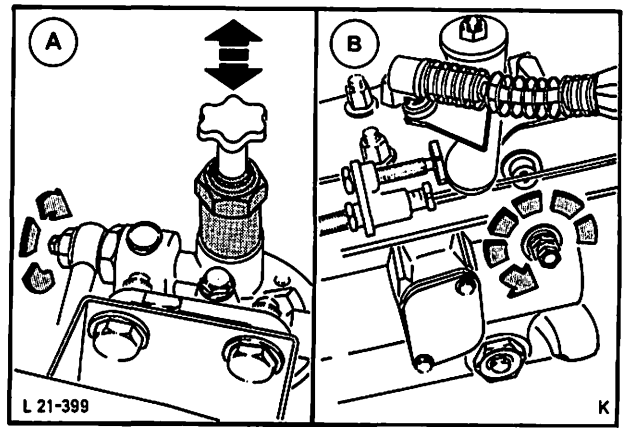

Abb. 33 Kraftstoffsystem entlüften
33. Kraftstoffsystem an Vorfilter und Einspritzpumpe entlüften, Abb. 33.